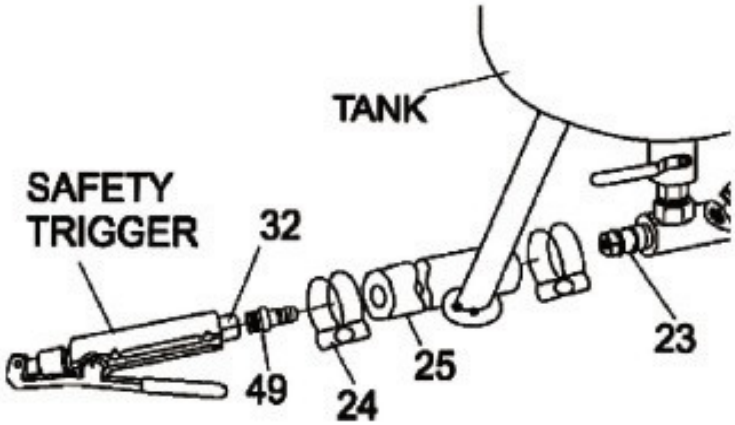

Figure 1
1. Следуйте схеме справа, чтобы установить различные компоненты (рис. 1).
2. Наденьте два зажима для шланга (24) над каждым концом шланга подачи песка (25).
3. Насадите один конец шланга на выпускную трубку для песка (23), а другой конец шланга на
4. Переходник пистолета (49).